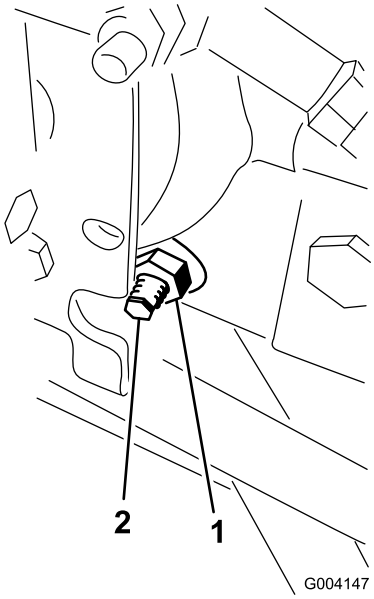

Figur 61
3. Løsn låsemøtrikken på traktionsjusteringsknasten til højre for hydrostaten (Figur 61).